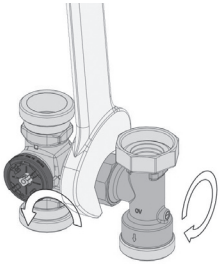

Fig. 16
2. Rotiți cu 180° grupul cu ventil de amestec cu 3 căi. Rotiți apoi teul cu 180°. Strângeți piulița olandeză cu un cuplu de 150 Nm (fig. 16).